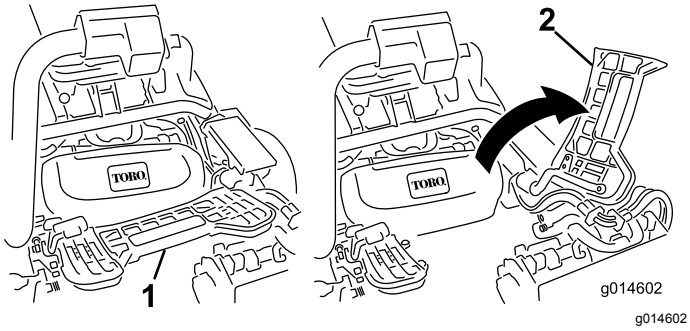

Rysunek 41
1. Unieś podnóżek i odchyl go do pozycji otwartej w celu uzyskania dostępu do centralnego zespołu tnącego (Rysunek 41).